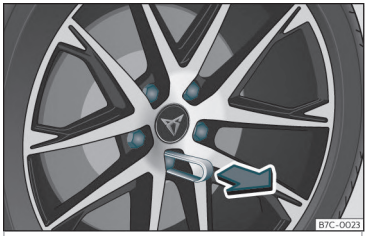

Fig. 32 Roata: piulițele de roată cu capace.
• Fixați clema de plastic (trusa de scule»» **fig. 30**) peste căpăcel și blocați-o în poziție cu un clic»» **fig. 32** .